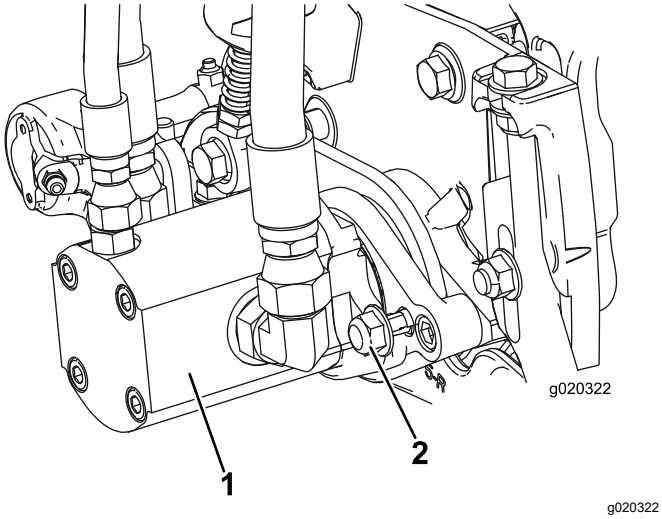

Figur 13
3. Monter motoren ved å rotere den med klokken, slik at motorflensene fjerner låsemutterne (Figur 13).